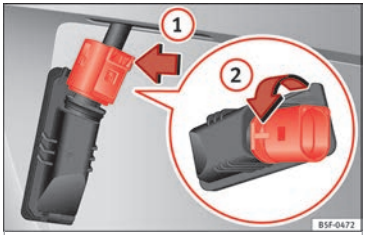

Fig. 113 Number plate light: Remove the bulb holder.
3. In the connector lock, turn ››› **Fig. 113** towards the arrow (1) and pull the connector.
4. Rotate the bulb holder in the direction of arrow (2) and extract it with the bulb.
6. Insert the bulb holder in the number plate light and turn in the opposite direction of arrow (2) until it stops.